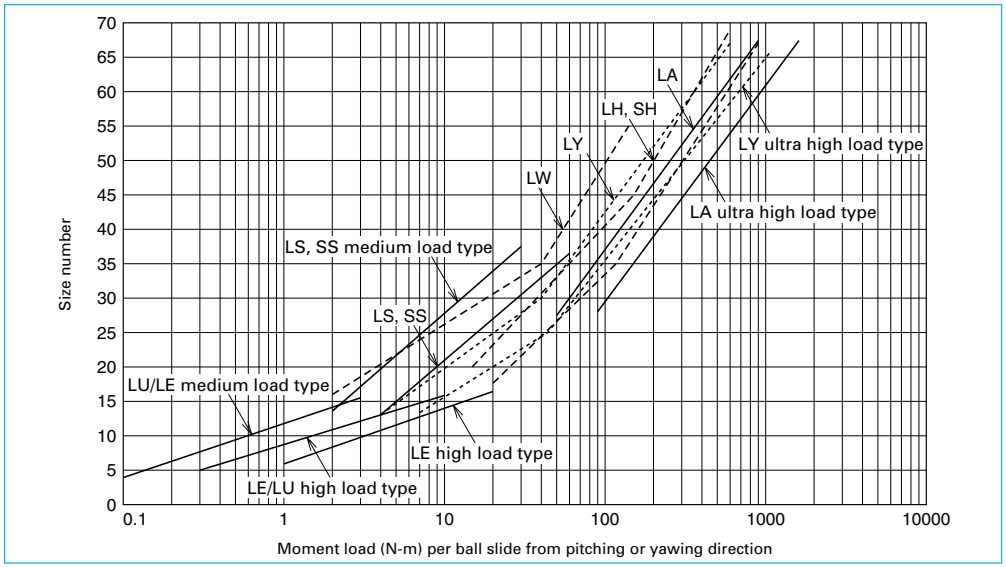

Fig. I-3•9 Selection based on the moment load, pitching or yawing direction
- Loads applied to the types recommended in Fig. I-3•4, I-3•8, and I-3•9 are equivalent to 8% of the basic dynamic load rating of the linear guide. This contributes to select a size numfer with a longer life.